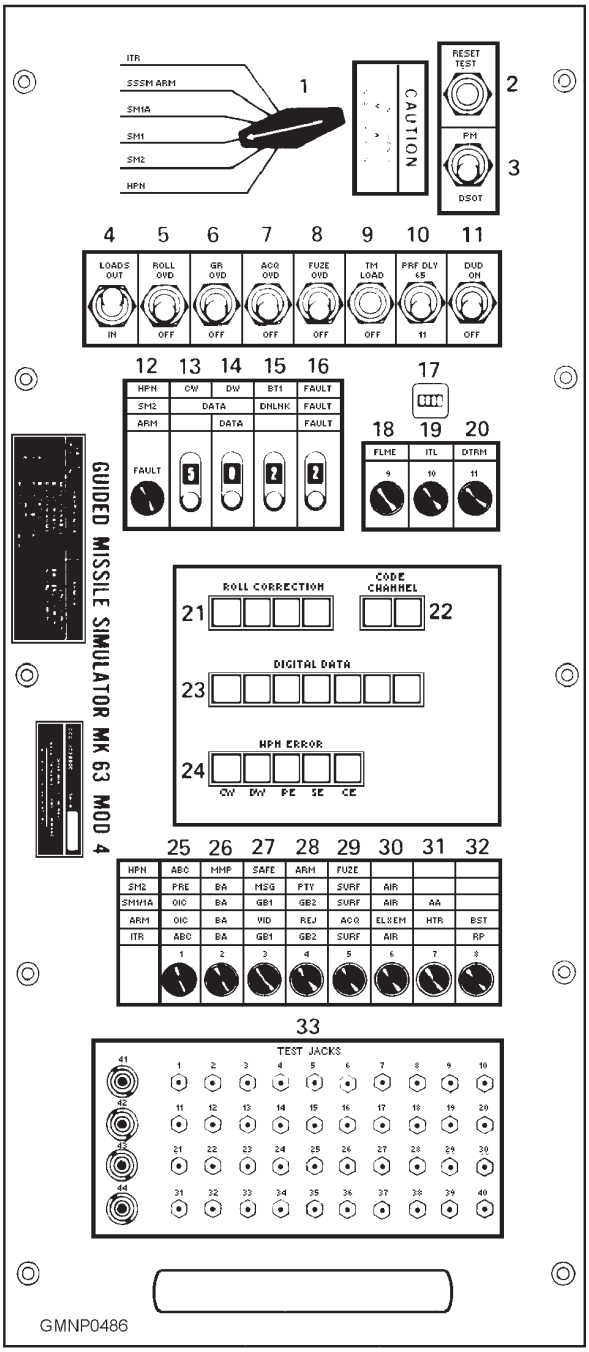

**Figure 10-22.—Mk 63 Mod 5, 6 front panel of the guided missile simulator.**
The Mk 63 Mod 5, 6 GMS is a very versatile electronic unit. Figure 10-22 shows the front panel of the simulator. The GMS furnishes the electrical loads, voltages, frequencies, and responses for any of the six missile types mentioned earlier. A round identification switch (item 1 in the figure) selects the correct circuits for simulation of the desired missile type. Lamps, switches, displays, and test jacks on the front panel facilitate DSOT and other system testing.